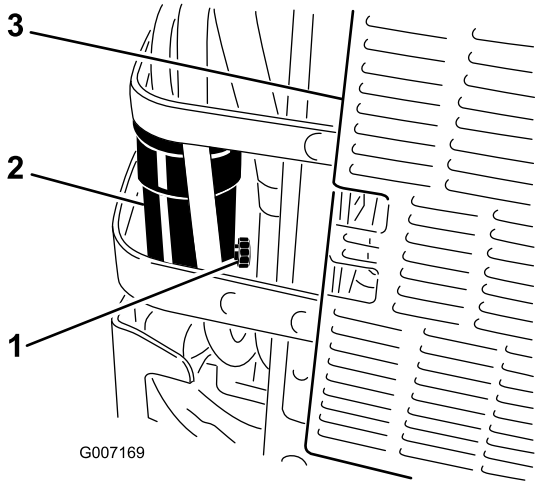

**Figuur 54**
6. Open de aftapklep op de waterafscheider ongeveer één slag om water en andere verontreinigingen weg te laten lopen (Figuur 54).
7. Sluit de aftapklep als er dieselbrandstof naar buiten komt (Figuur 54).